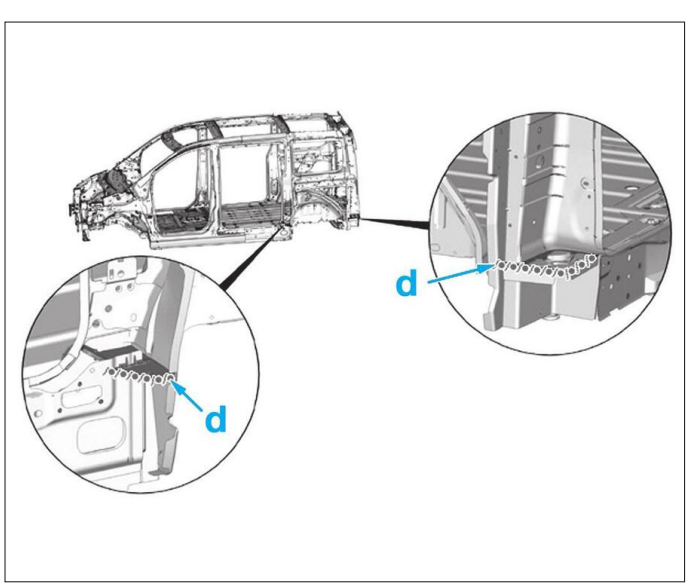

**FIG. 86**
• Poser les inserts gonflants (d) **(Fig.86)**.